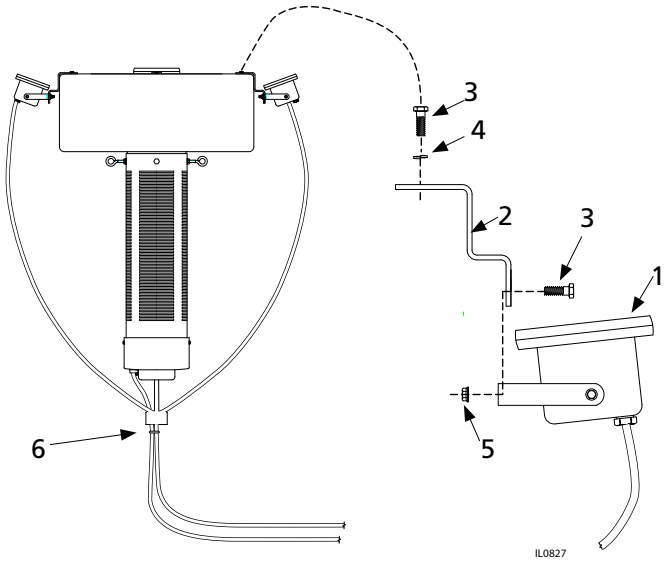

Figure 1 - Installation
b. 7/16" wrenches (2)
2. Install Nightbright lighting system to float. (See Fig 1).
a. Assemble lights (1) to mounting brackets (2) using bolts (3), and locknuts (5).
b. Attach light/bracket assemblies to the threaded inserts in top of float, using bolts (3) and lockwashers (4). (Install in alternating inserts if 6 inserts are present in float.)
c. Adjust lights to provide desired illumination. (See Fig 1).